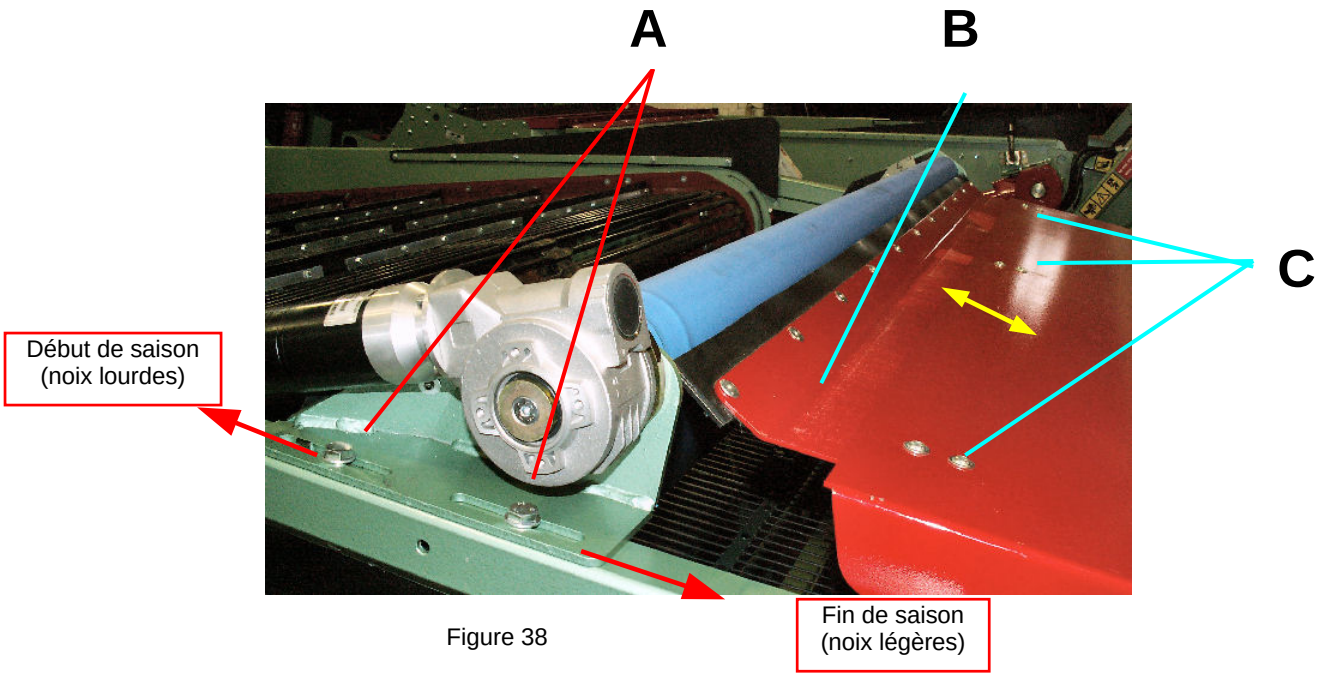

Figure 38
- Dévissez les vis (repère A, figure 38), de chaque côté du tapis.
Penser également à faire suivre la tôle racleur (figure 38 repère B) en dévissant les vis figure 38 repère C)